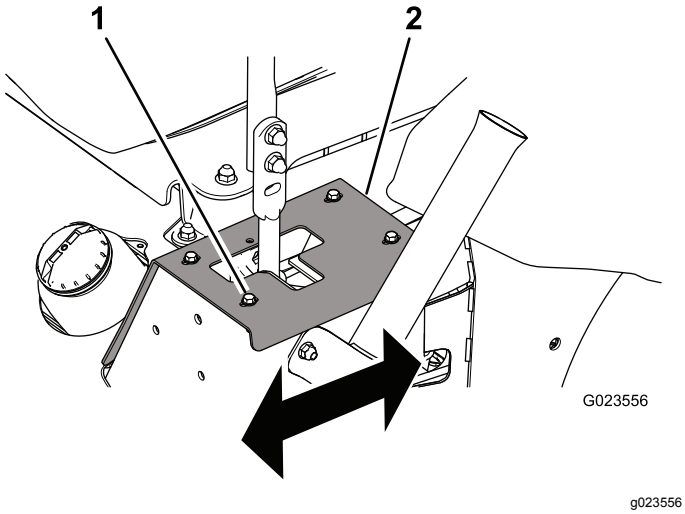

**Рисунок 55**
- Если ее уводит вправо, ослабьте болты и перемещайте левую упорную пластину назад до тех пор, пока машина не будет двигаться прямолинейно (Рисунок 55).
- Если ее уводит влево, ослабьте болты и перемещайте правую упорную пластину назад до тех пор, пока машина не будет двигаться прямолинейно (Рисунок 55).
3. Затяните болты для фиксации упорной пластины (Рисунок 55).